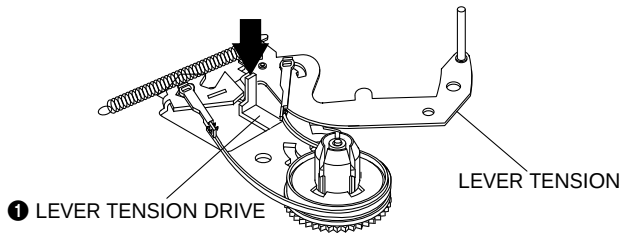

Fig. 2-11
2) Push the lever tension drive ❶ in the direction of arrow. (See Fig. 2-11)